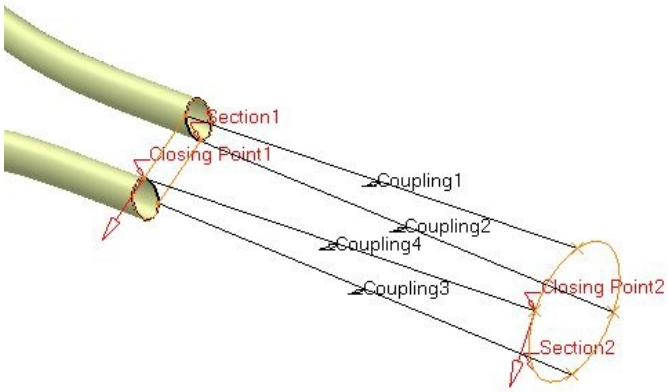

Figure 10-83 *Couplings for creating the multi-sections surface*
18. Similarly, add the second, third, and fourth couplings on the sections, as shown in Figure 10-83.